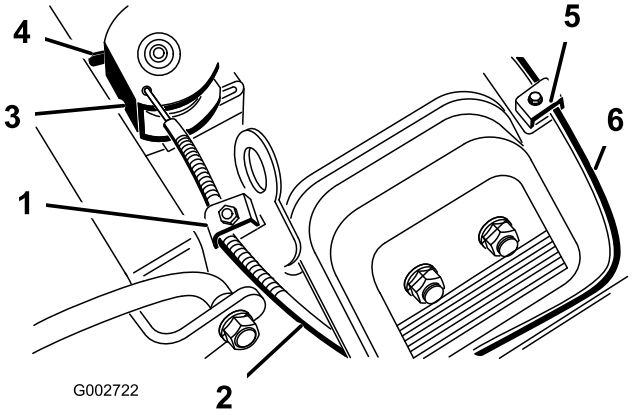

**Figur 37**
2. Løsn kabeltilspændingsskruen, der fastgør kablet til motoren (Figur 37).
4. Hiv bestemt i gashåndtagskablet, indtil bagsiden af drej er i kontakt med stop (Figur 37).
4. Træk bestemt i chokerkablet (Figur 37), indtil chokerventilen er helt lukket. Stram dernæst kabeltilspændingsskruen.